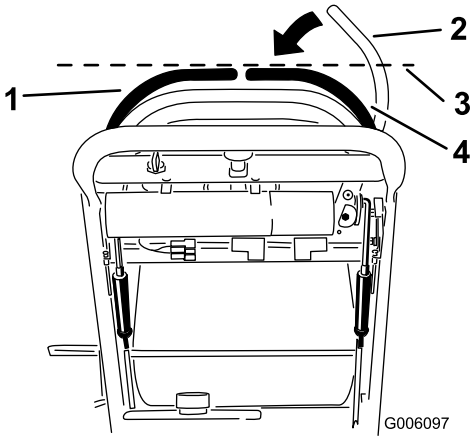

**Figure 54**
3. Abaissez le levier de commande de déplacement droit pour quitter la position de verrouillage au point mort (Figure 54).
4. Vérifiez s'il s'aligne horizontalement avec le levier de commande de déplacement gauche (Figure 54).